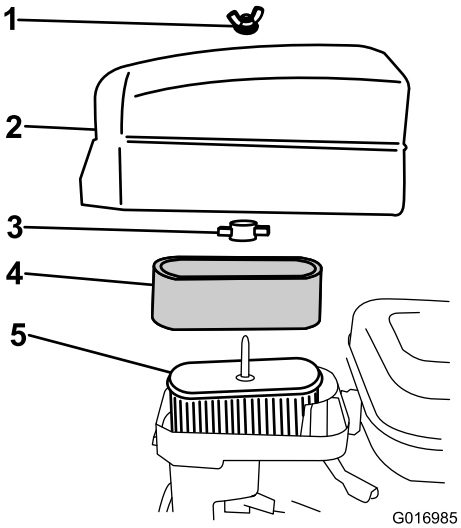

Figur 26
4. Om skumplastinsatsen är smutsig ska du ta bort den från pappersinsatsen (Figur 26) och rengöra den noga på följande vis: